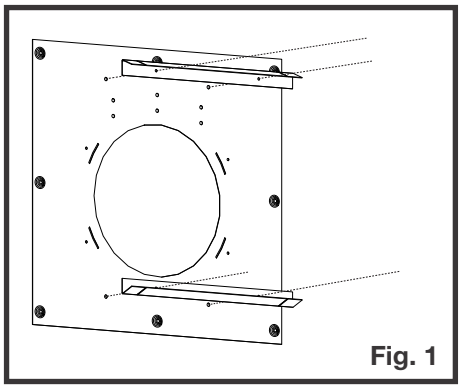

Fig. 1
1. Installez les entretoises sur le pare-feu sur l'entretoise du foyer (figure 1).